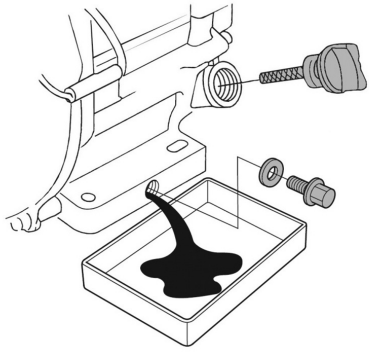

Рис. 22 Замена масла в двигателе
4. Очистите от загрязнений зону вокруг маслозаливной горловины. Извлеките крышку-щуп из маслозаливной горловины (Рис. 22) и протрите щуп чистой ветошью.
5. Открутите пробку для слива масла и слейте отработанное масло в подготовленную для этого емкость (Рис. 22).